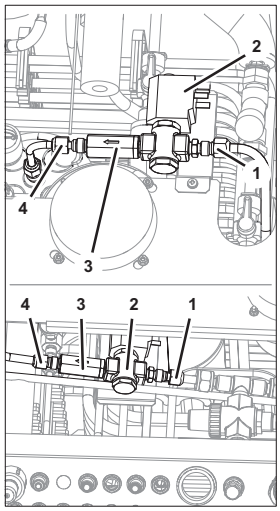

Fig. 66
1. Release the coupling (Fig. 66/1) on the solenoid valve (Fig. 66/2).
2. Release the coupling (Fig. 66/4) on the non-return valve (Fig. 66/3).
3. Lift the solenoid valve (Fig. 66/2) with non-return valve (Fig. 66/3) out of the unit.
9. Attach the solenoid valve (Fig. 66/2) and the non-return valve (Fig. 66/3) using the couplings (Fig. 66/1 and Fig. 66/4).